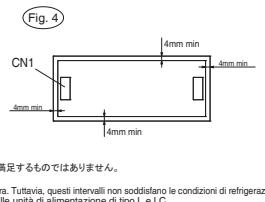

Fig. 5 取りつけ穴の位置 / Posizione foro di montaggio
• Il tratteggio incrociato indica l'intervallo consentito per la parte metallica montata. Fig.5